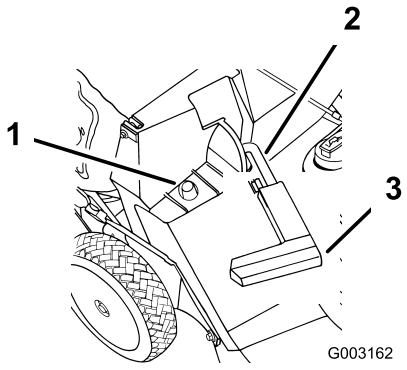

Rysunek 22
2. Upewnij się, że rączka drzwi wylotowych jest przesunięta całkowicie do przodu i bolec znajduje się w zatrzasku (Rysunek 22).
3. Nałóż otwór ramy worka na podstawę w kanale wylotowym (Rysunek 22).
2. Podnieś rączkę drzwi wylotowych i przesuń ją do przodu, aby bolec zamknął się w zatrzasku (Rysunek 22).